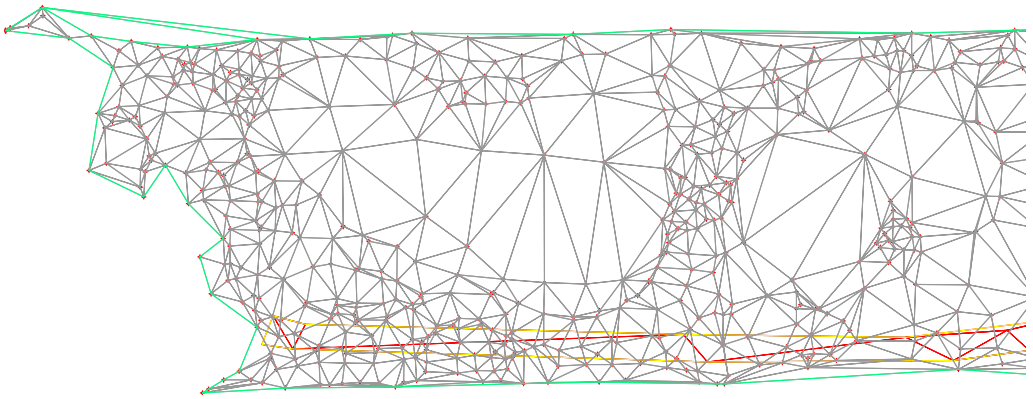

Figure 3-68 *The **EG** surface after deleting the TIN lines*
6. Press ENTER; the selected lines are deleted and the surface is displayed, as shown in Figure 3-68. Press ENTER to exit the command.